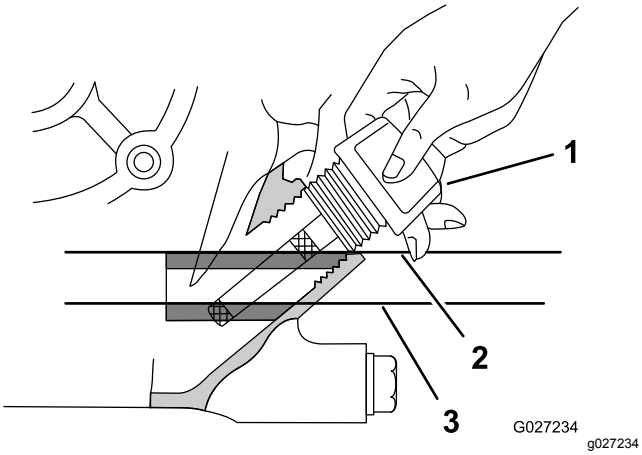

Rysunek 11
3. Wsuń wskaźnik poziomu do silnika tak, jak pokazano na Rysunek 11.